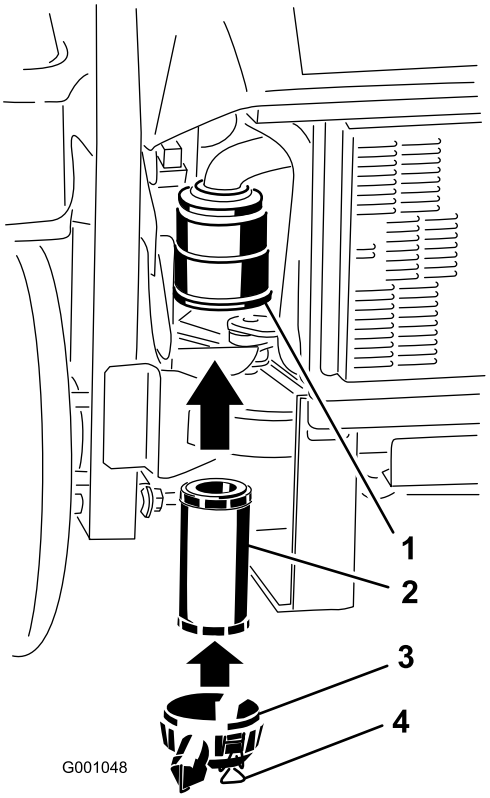

Figur 33
2. Skjut försiktigt in filtret i filterhuset (Figur 33). Kontrollera att det sitter ordentligt genom att trycka på filtrets yttre kant medan du monterar det.
3. Sätt tillbaka luftrenarkåpan och säkra spärrhakarna (Figur 33).